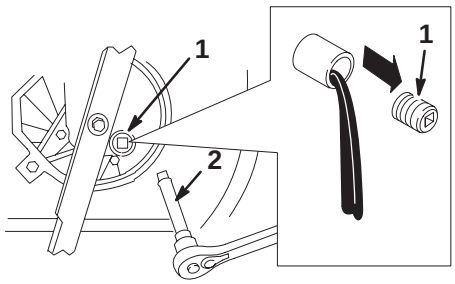

Bild 27
5. Entfernen Sie die Ölablassschraube und stellen den Rasenmäher wieder in seine Betriebsstellung. Lassen Sie dann das Öl in das Gefäß ablaufen (Bild 27).